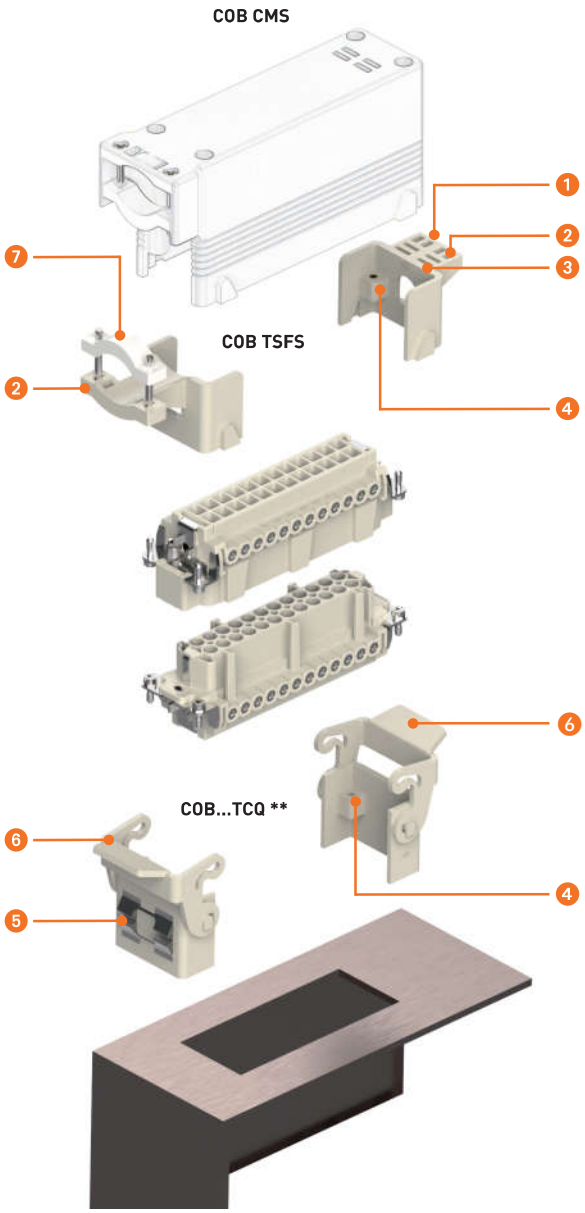

图 2
-在DIN EN 60715导轨上，支架可以沿横向和纵向安装（**图2**）。
- 用螺钉固定支架到面板上 （**图 2**）。